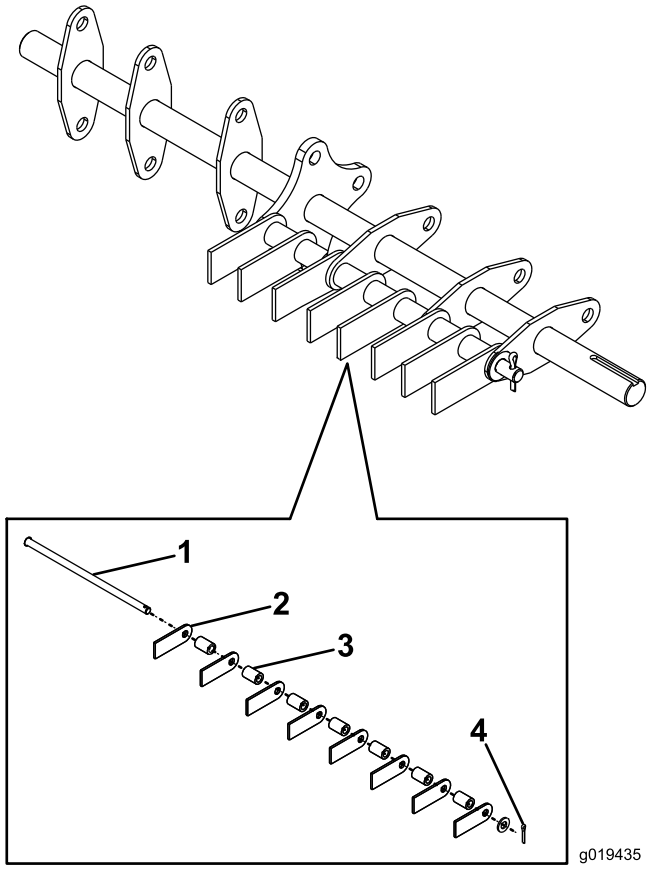

Figura 21
5. Retire la chaveta de la varilla que contiene las cuchillas desbrozadoras desgastadas (Figura 21).
6. Retire la varilla con cuidado para liberar las cuchillas desbrozadoras y los espaciadores (Figura 21).